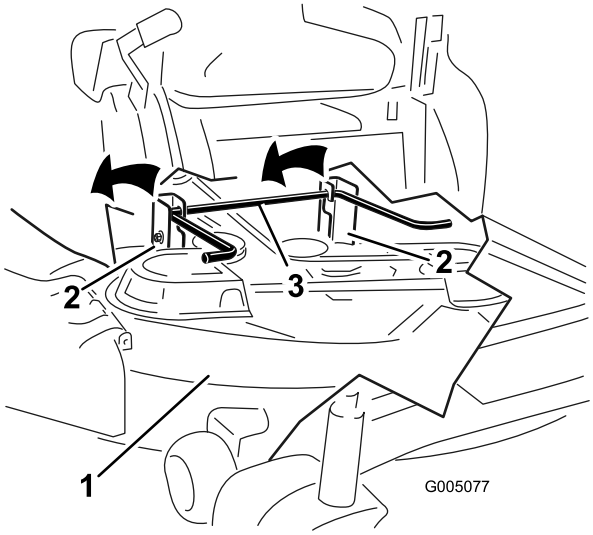

Figur 48
5. Lyft klipparen och hållarfästena så att de går fria från den bakre lyftstången och sänk försiktigt ned klipparen till marken (Figur 48).
5. Lyft upp klippardäckets bakre del och för hållarfästena över den bakre lyftstången (Figur 48).